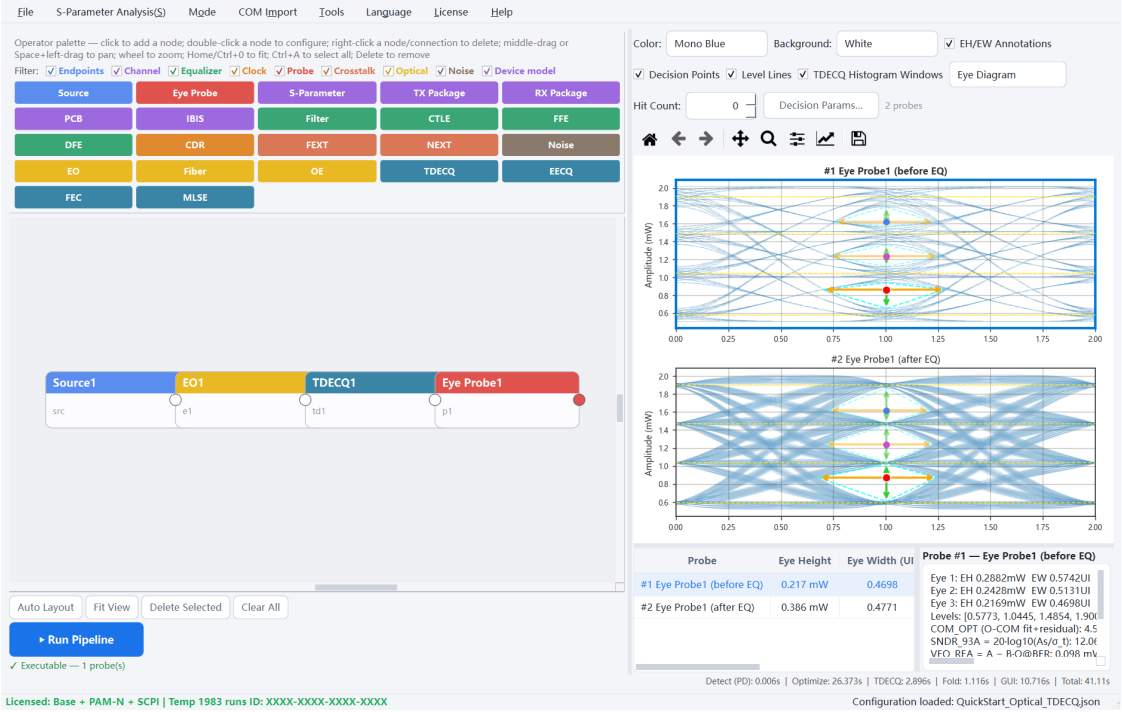

Fig. 8-3 Optical link + TDECQ reference receiver
Step 4 For an optical eye, use **File** → **Load Configuration...** to load demo\configs**QuickStart_Optical_TDECQ.json**. It opens Expert with **Source** → **EO** → **TDECQ** → **Probe**: PAM4 / 53.125 GBd / PRBS13 / 32 samples/UI, EO bandwidth 40 GHz and extinction ratio 6 dB; reference FFE optimization is enabled. Click Run Pipeline and wait for optical eyes and a finite TDECQ reading (Fig. 8-3). This is a minimal modulator example without fiber or OE; build a longer optical link separately when needed.